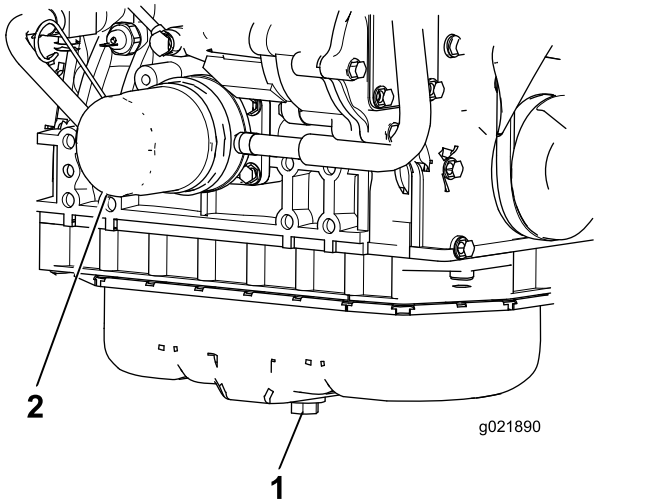

Figura 73
1. Retire o tampão de escoamento e deixe o óleo escorrer para um recipiente adequado (Figura 73).
3. Retire o filtro do óleo (Figura 73).